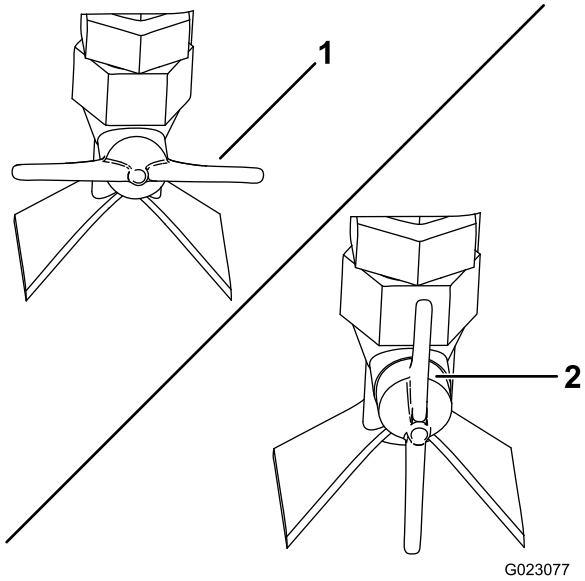

Rysunek 55
- Aby uzyskać kształt wachlarzowy rozpylania, należy zawór natryskowy z boku dyszy ustawić poziomo (Rysunek 55).
- Aby uzyskać kształt strumieniowy rozpylania, należy zawór natryskowy z boku dyszy ustawić pionowo (Rysunek 55).